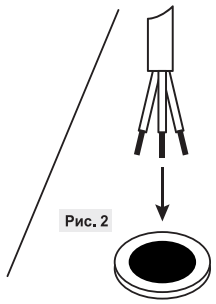

Рис. 2
4. Пропустите кабель через отверстие в корпусе панели (Рис. 2).